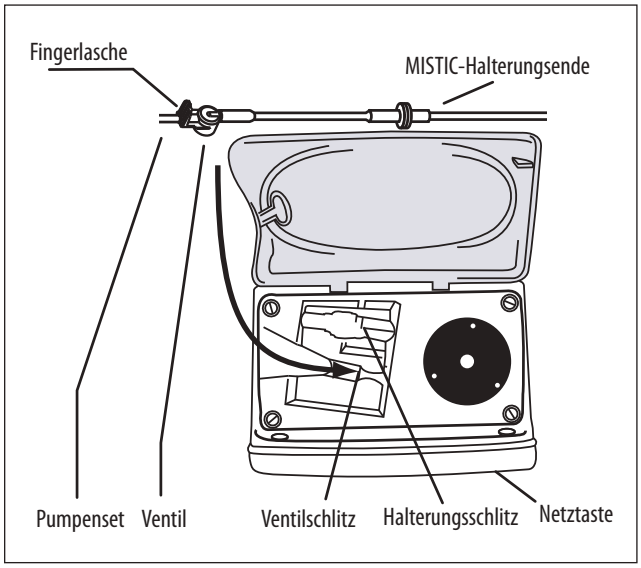

Abbildung 6A
2. Zum Laden des Pumpensets die Fingerlasche am Ventil fassen und das Ventil in den Ventilschlitz auf der linken Seite einführen. (Abbildung 6A)